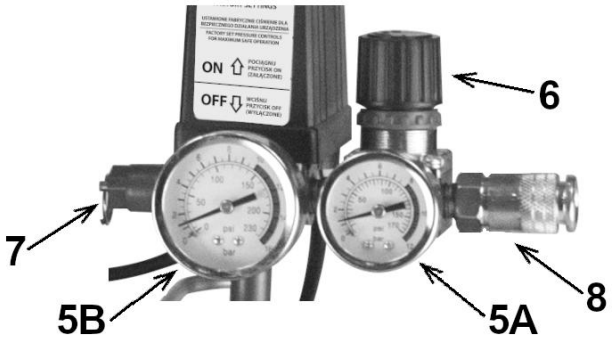

Rys. 4
- Obrócić pokrętło regulacji ciśnienia **6 (Rys. 4)** w kierunku przeciwnym do ruchu wskazówek zegara. Regulator ciśnienia zatrzyma kompresor, kiedy zostanie osiągnięta maksymalna wartość ustawionego ciśnienia. Kompresor wyłączy się.
- Wcisnąć końcówkę węża ciśnieniowego do szybkozłącza **8 (Rys. 4)**. Włączyć regulator. W pozycji „ON" kompresor pompuje powietrze do zbiornika. Wyłącza się automatycznie, gdy urządzenie maksymalnie ustawione ciśnienie. W pozycji „OFF" przełącznik ciśnieniowy nie działa. Należy upewnić się, że przełącznik jest w pozycji „OFF" podczas podłączania lub odłączania przewodu zasilającego z gniazdka elektrycznego.
Obsługa kompresora nie powinna sprawić trudności nawet mniej doświadczonemu majsterkowiczowi. Jedyna regulacja, która może być potrzebna, to regulacja ciśnienia roboczego, którą dokonuje się za pomocą pokrętła **6 (Rys. 4)**. Obrót pokrętłem w kierunku przeciwnym do ruchu wskazówek zegara powoduje zmniejszenie ciśnienia na wyjściu **8 (Rys. 4)**, natomiast pokręcenie pokrętłem w kierunku zgodnym z ruchem wskazówek zegara powoduje wzrost ustawianego ciśnienia.
Gdy kompresor osiągnie maksymalne ciśnienie, przekręcić regulator ciśnienia **6 (Rys. 4)** tak, aby jeden z manometrów **5A (Rys. 4)** wskazał wymagane ciśnienie robocze w zbiorniku. Aby utrzymać wymagane ciśnienie, należy unieruchomić pokrętło przy pomocy pierścienia znajdującego się pod pokrętłem **6 (Rys. 4)**.
Drugi manometr **5B (Rys. 4)** wskazuje aktualne ciśnienie w zbiorniku.
Zawór bezpieczeństwa **7 (Rys. 4)** służy jako zabezpieczenie przed ewentualną awarią łącznika ciśnieniowego oraz przepuszcza powietrze, gdy wartość ciśnienia w zbiorniku przekroczy 8 barów, zmniejszając tym samym ciśnienie w zbiorniku.